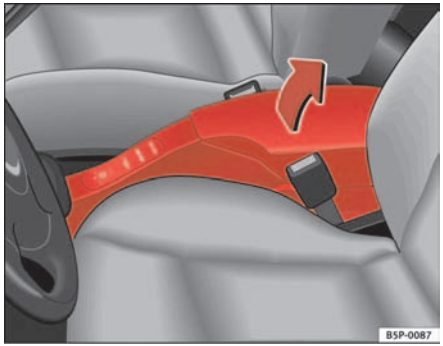

Fig. 100 Front armrest with stowage area
- To open the stowage area, lift the armrest up in the direction of the arrow ⇒ fig. 100 and then lift the cover.